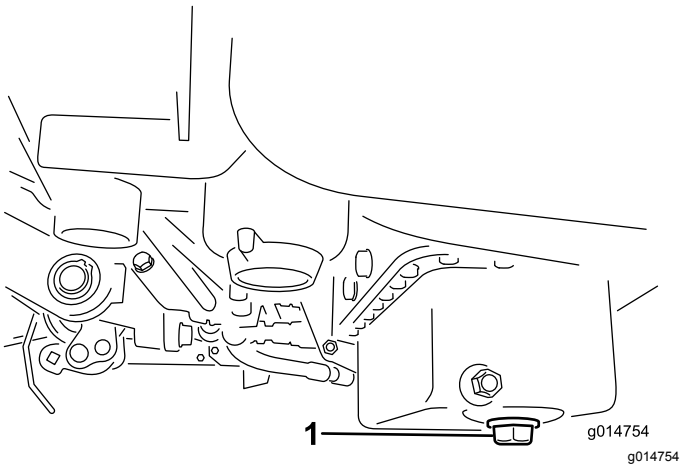

Figur 40
1. Fjern aftapningsproppen, og lad olien løbe ned i en bakke. Monter aftapningsproppen igen, når olien holder op med at løbe (Figur 40).